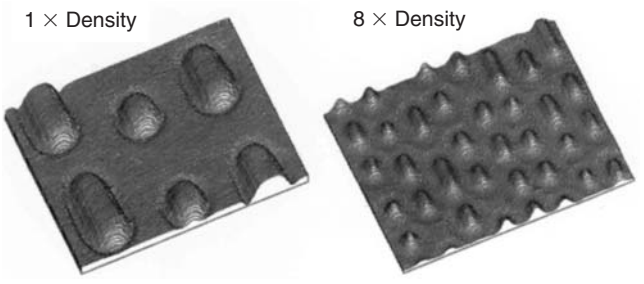

Figure 17.11. *Detailed relief showing standard CD and DVD pit densities.*
- An increased data density due to a reduction in pit size (Figure 17.11)